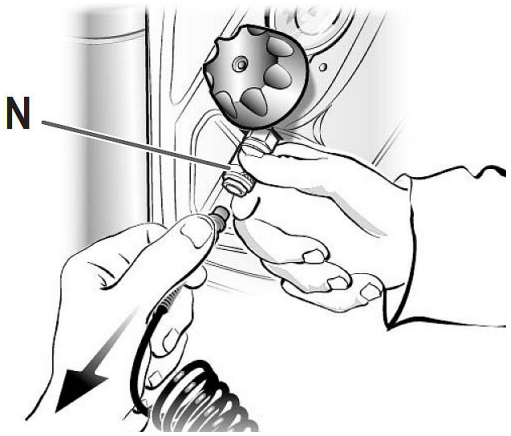

Abb. 6: Schlauchkupplung lösen
Nach Gebrauch den Kompressor ausschalten und den Drucklufttank durch Leerlauf des angeschlossenen Zubehörs entleeren (zum Beispiel mit der Pistole ins Leere blasen). Dann die äußere Nutmutter (N) (Abb. 6) nach hinten ziehen, um den Spiralschlauch vom Kompressor zu lösen.